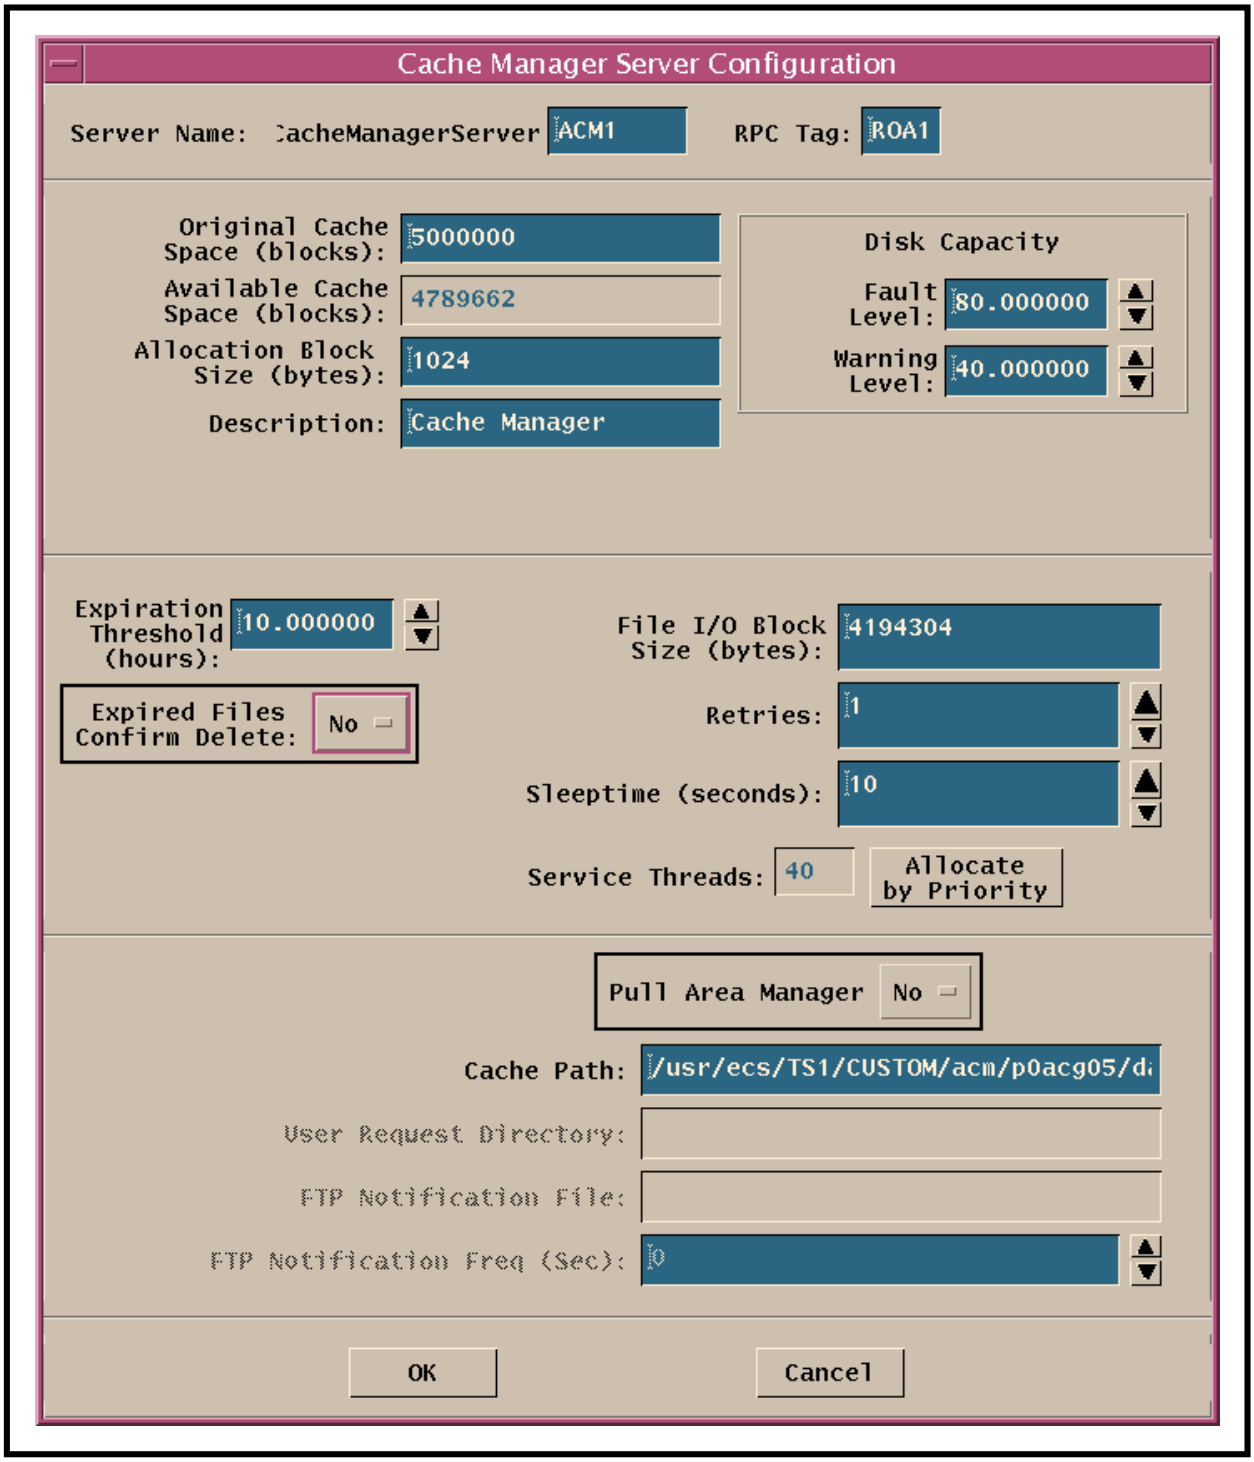
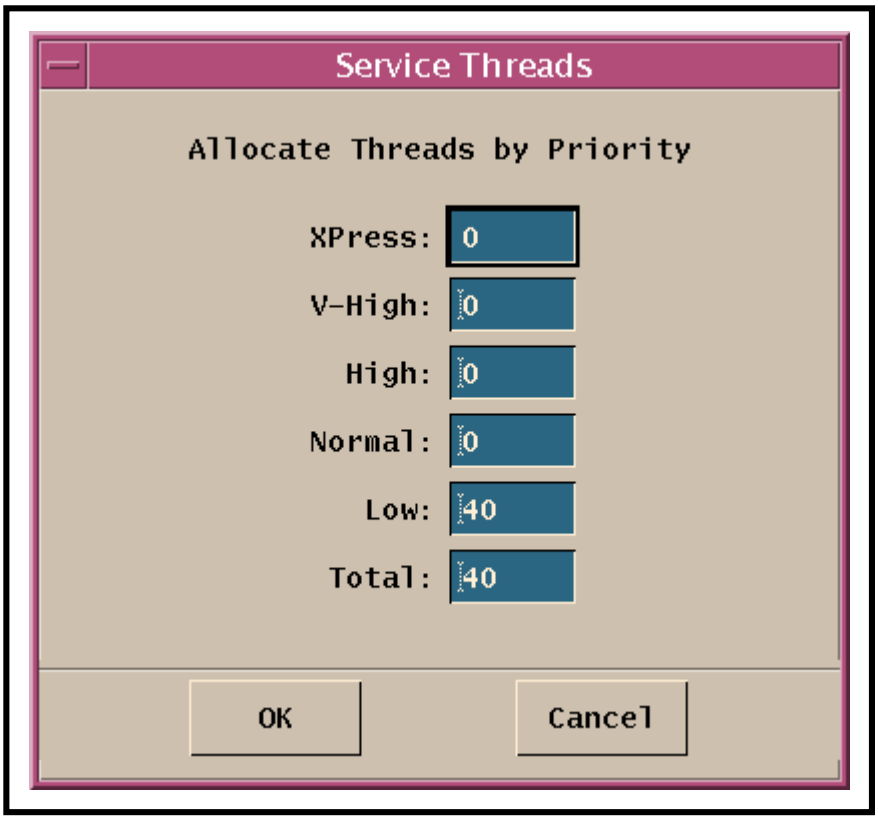

Figure 71. Cache Manager Server Configuration Dialogue Box
Figure 72. Service Threads: Allocate by Priority Window
- For example, if **CACHE MANAGER** had been selected, the **Cache Manager Server Configuration** dialogue box (Figure 71) would be displayed.
- For example, the **Cache Manager Server Configuration** dialogue box (Figure 71) displays data in the following fields (as applicable):
- The appropriate **Allocate by Priority** window [e.g., the **Service Threads: Allocate by Priority** window (Figure 72)] is displayed.
- The **Cache Manager Server Configuration** dialogue box (Figure 72) is displayed.
- The **Cache Manager Server Configuration Dialogue Box** (Figure 72) is displayed.
NOTE: Sometimes when a secondary window (such as Figure 72, Service Threads: Allocate by Priority Window) has been accessed to modify parameters (e.g., to configure service threads), changes that were previously made in the primary window (such as Figure 71, Cache Manager Server Configuration Dialogue Box) are lost. Consequently, it is recommended that either values be changed in the secondary window first or that changes already made in the primary window be verified after the secondary window has been closed.